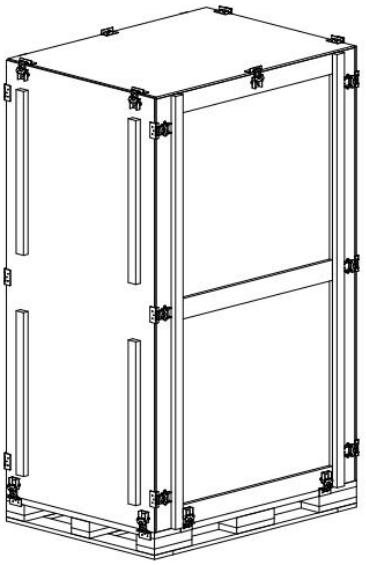

Figure 3-6 EdgeRack 5M pack
a) Place the cabinet on an open field as shown in Figure 3-6.